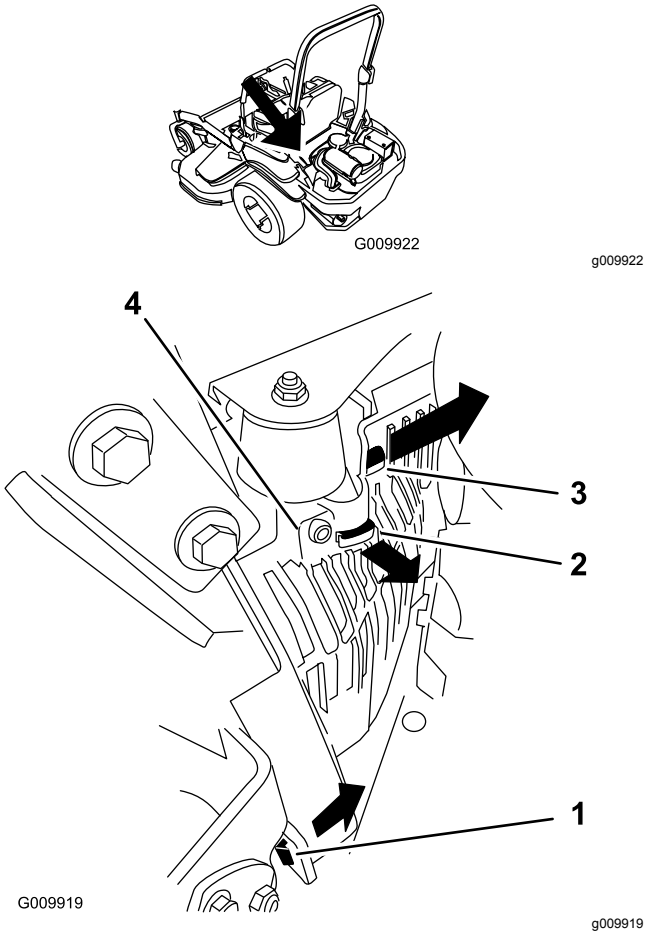

Figur 65
3. Fjern hydraulikenhedens afskærmning i den rækkefølge, der vises i Figur 65. Dette giver dig adgang til det forreste tændrør.
5. Monter hydraulikenhedens afskærmning i venstre side (Figur 65).